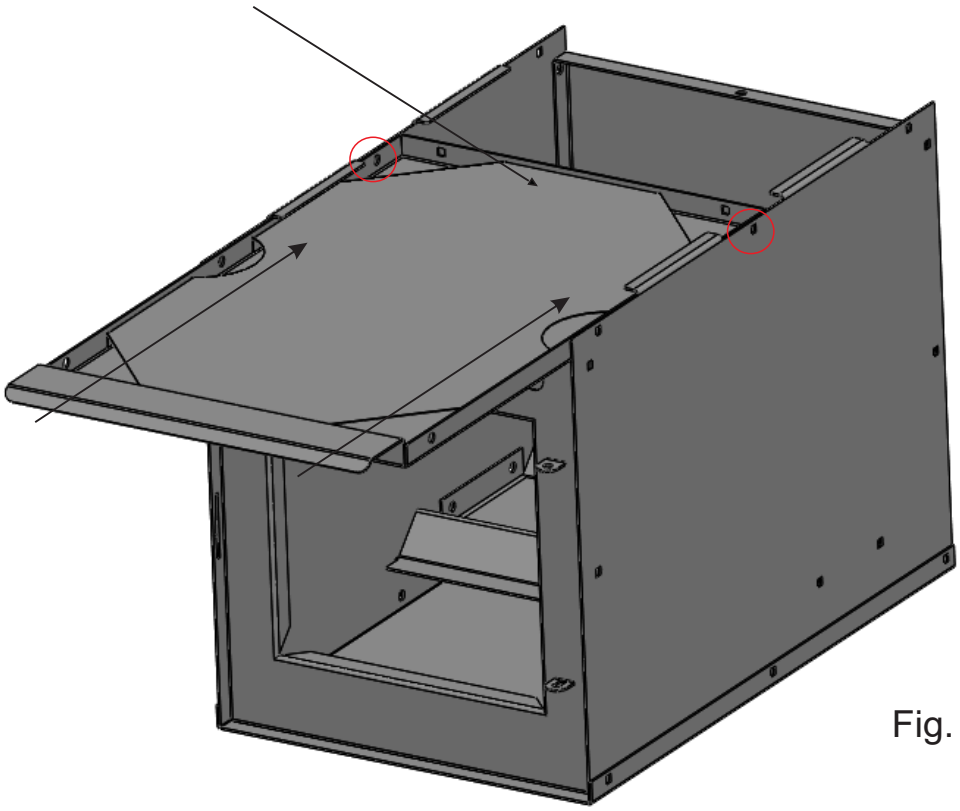

Fig. 6
6. Slide *bottom plate* into place from front and bolt middle locations. Snug tighten only. Fig. 6.